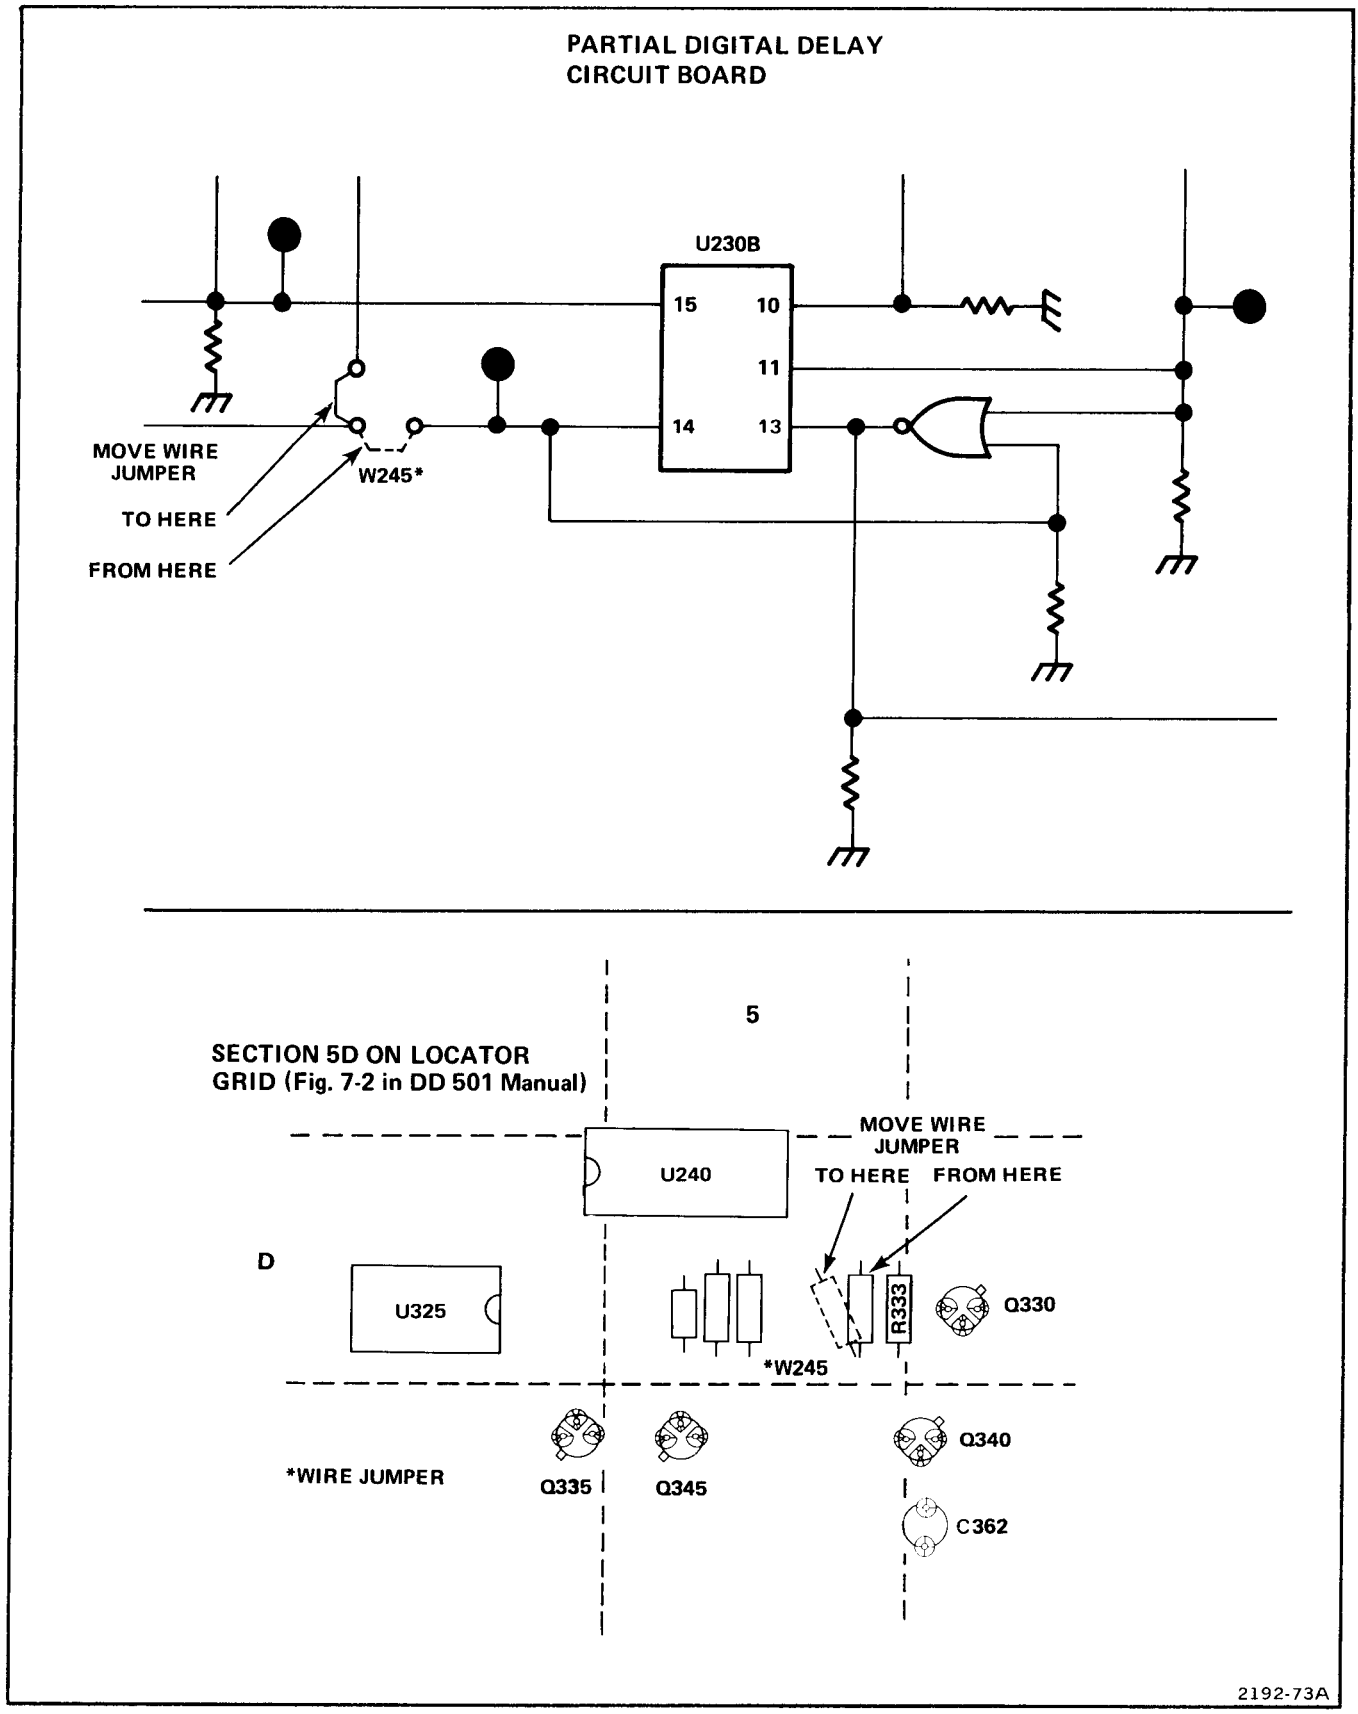

Fig. 5-3. DD501 modification for Performance Check Part 2.
1. Move the wire jumper in the DD 501 as shown in Fig. 5-3.